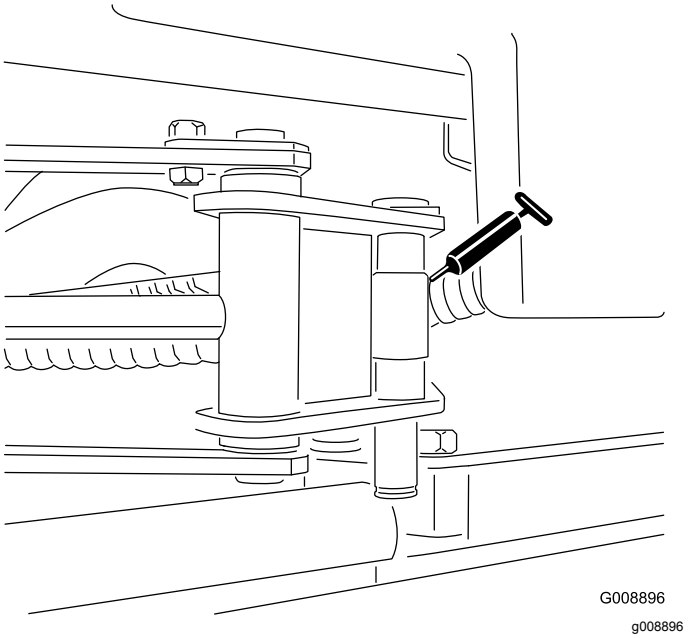

Figur 51
- Sidespolecylinderender (2; kun model 03171) (Figur 51)